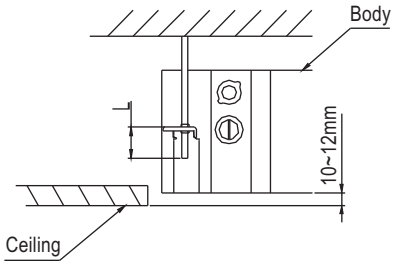

Fig.1-4
- Adjust the position to ensure the gaps between the body and the four sides of ceiling are even. The body's lower part should sink into the ceiling for 10~12 mm.(Refer to Fig.1-4)
- In general, L is half of the screw length of the installation hook. (Refer to Fig.1-4)